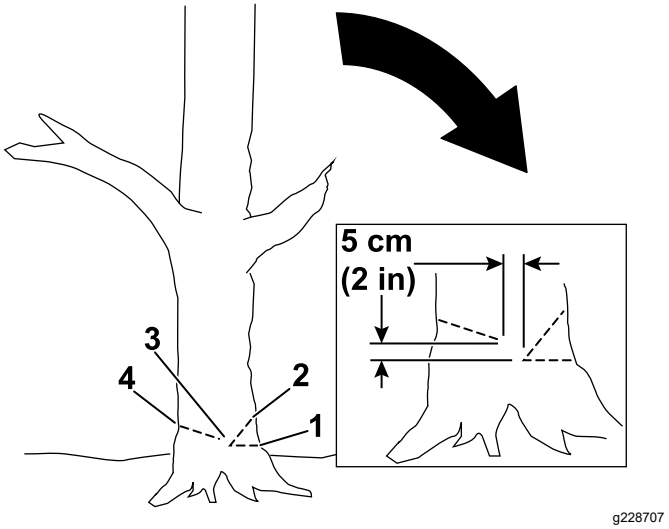

Figure 17
4. Make the first cut a third of the way through the tree diameter on the side where you want the tree to fall (Figure 17).
5. Make a second cut to form a notch, starting the cut at least 5 cm (2 inches) above and away from the first cut (Figure 17).
6. Make the back cut from the opposite side of the notch and about 5 cm (2 inches) higher than the bottom of the notch as shown in Figure 17.
Important: **Stop the third cut 2.5 to 5.0 cm (1 to 2 inches) from the notch to form a hinge between the cuts (Figure 17), which keeps the tree from falling in the wrong direction or twisting as it falls.**
Note: As the back cut nears the hinge (Figure 17), the tree should begin to fall.